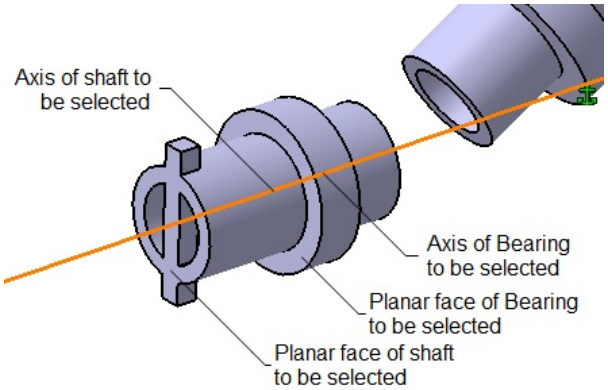

Figure 16-77 *Axes and planes to be selected for creating the Revolute Joint*
10. Specify the axes and planar faces from the Left shaft and its Bearing, as shown in Figure 16-77.